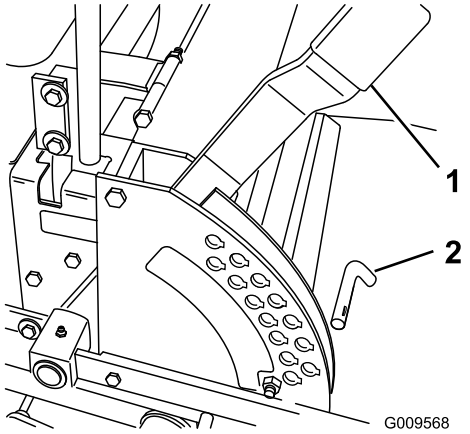

Figur 19
1. Flytt klippehøydespaken til transportstillingen (samme som klippehøyden på 127 mm) (Figur 19).
2. For å justere fjerner du bolten fra klippehøydebraketten (Figur 19).
3. Velg det hullet i klippehøydebraketten som svarer til ønsket klippehøyde, og sett inn pinnen (Figur 19).